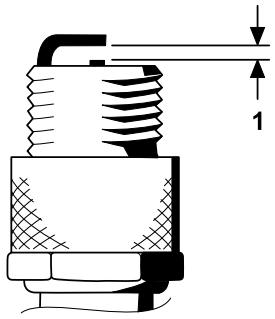

Figura 44
4. Ajuste la distancia entre los electrodos central y lateral a 0,76 mm, tal y como se muestra en la Figura 44).